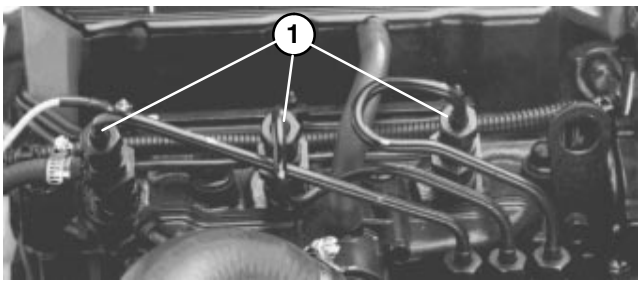

**Figure 38**
## BLEEDING AIR FROM INJECTORS (Fig. 38)
**2.** Loosen the pipe connection to the No. 1 nozzle and holder assembly (Fig. 38).